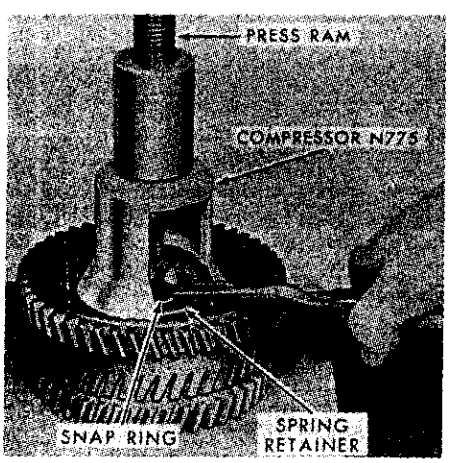

Fig. 364–Compressing clutch piston return spring to permit retaining snap ring removal. Select-O-Speed clutch assembly is shown; however, procedure is same.
Remove the cast iron rings (12) from rear hub of clutch housing. Remove snap ring (11), clutch pressure plate (10) and clutch discs (8 and 9). Place clutch housing in press and using Select-O-Speed transmission clutch spring compressor (Nuday tool No. N775) as shown in Fig. 364, compress clutch spring (5—Fig. 357) and remove snap ring (7). Gradually release spring, then remove the compressor tool, retaining washer (6) and spring. Apply air pressure to port in rear hub of housing to remove clutch piston (2), then remove sealing rings (3 and 4) from piston.